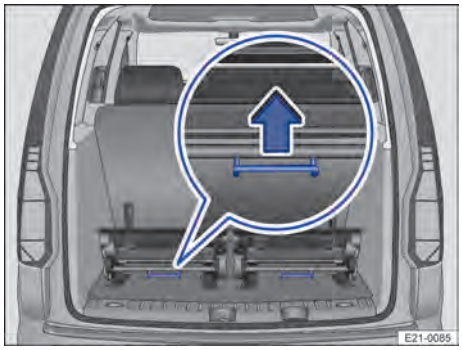

**Fig. 67** Tercera fila de asientos: desmontar los asientos.
2. Tire hacia arriba de la palanca situada debajo del asiento → fig. 67 (imagen ampliada) para desbloquear este.